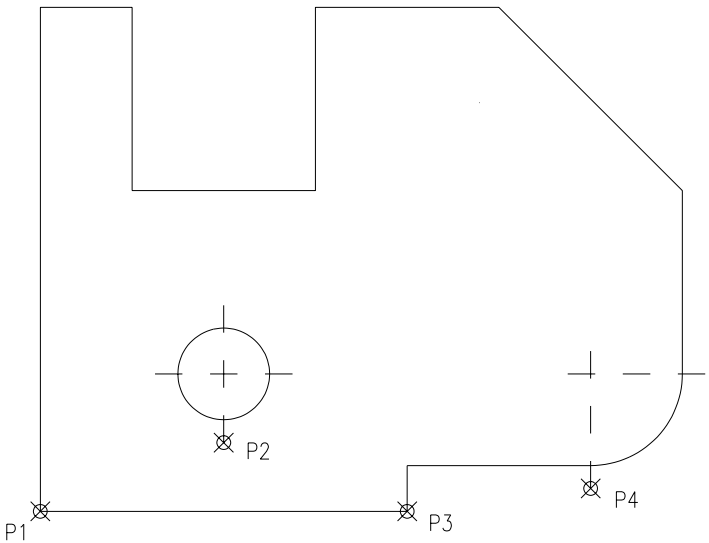

Fig. 5.28
3. Poziționarea originii în colțul din stânga-jos (fig. 5.28) şi trasarea conturului piesei folosind comanda *PLINE*.